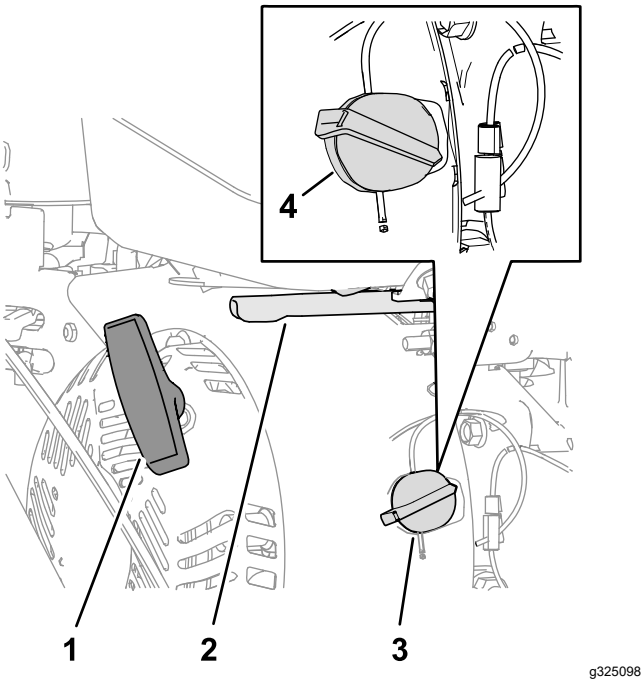

Figuur 12
1. Draai de motor aan/uit-schakelaar (aan de rechterkant van de motor) naar rechts in de AAN-stand (Figuur 12).
3. Plaats de gashendel in het midden, tussen LANGZAAM en SNEL, rechtsachter op de motor (Figuur 12).
4. Trek langzaam aan het startkoord tot u een weerstand voelt, en stop dan (Figuur 12).
2. Zet de gashendel in het midden, tussen LANGZAAM en SNEL (Figuur 12).
3. Laat de motor minstens 15 seconden draaien, zet de aan/uit-schakelaar dan in de UIT-stand om de motor te stoppen (Figuur 12).